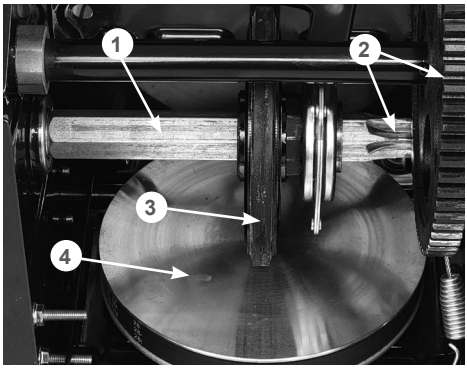

Рис. 44 Обслуживание трансмиссии
Если при нажатом рычаге включения хода снегоотбрасыватель не движется или при нажатии на рычаг включения хода слышны посторонние звуки, а регулировка длины троса включения хода не позволяет устранить проблему, возможно, фрикционное колесо 2 (Рис. 44) полностью износилось и его необходимо заменить.
4. Нанесите универсальную низкотемпературную смазку CHAMPION EP-0 тонким слоем на шестигранный вал 1 фрикционного колеса и зубья шестерен 2 (Рис. 44).
Не допускайте попадания смазки на резиновое фрикционное колесо 3 и ведущий диск 4 (Рис. 44).
5. Проверьте состояние фрикционного колеса 3 (Рис. 44). Если высота резинового кольца относительно фрикционного колеса 2 мм и менее, если на резиновом кольце имеются повреждения и разрывы, фрикционное колесо необходимо заменить.